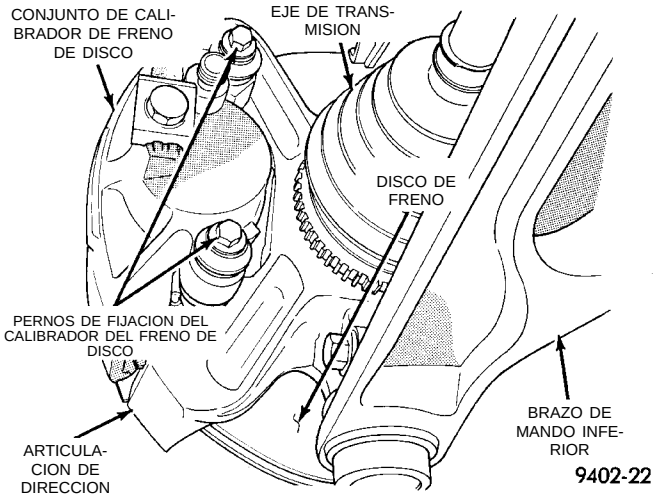

Fig. 22 Pernos del conjunto del calibrador de freno de disco delantero
(11) Instale los pernos entre el conjunto del calibrador y la articulación de dirección (Fig. 22). Apriete con una torsión de 31 N·m (23 libras pie).